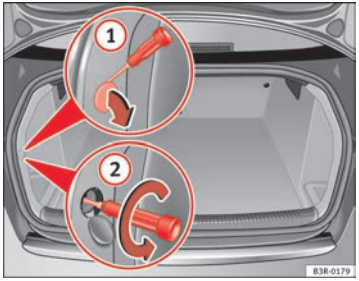
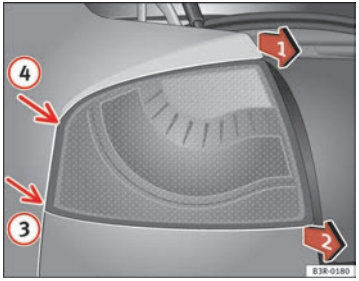

Fig. 210 Luggage compartment: Location of the bolt securing the tail light unit
Fig. 211 Removing tail light from side panel
- Prise open the cover at the slot with the screwdriver ⇒ fig. 210 (1).
- Use a screwdriver to loosen the screw (2) (arrow) located behind the cover.
- Gradually ease the tail light out of the housing (⇒ fig. 211 positions (3) and (4)) by pulling alternately in positions (1) and (2).